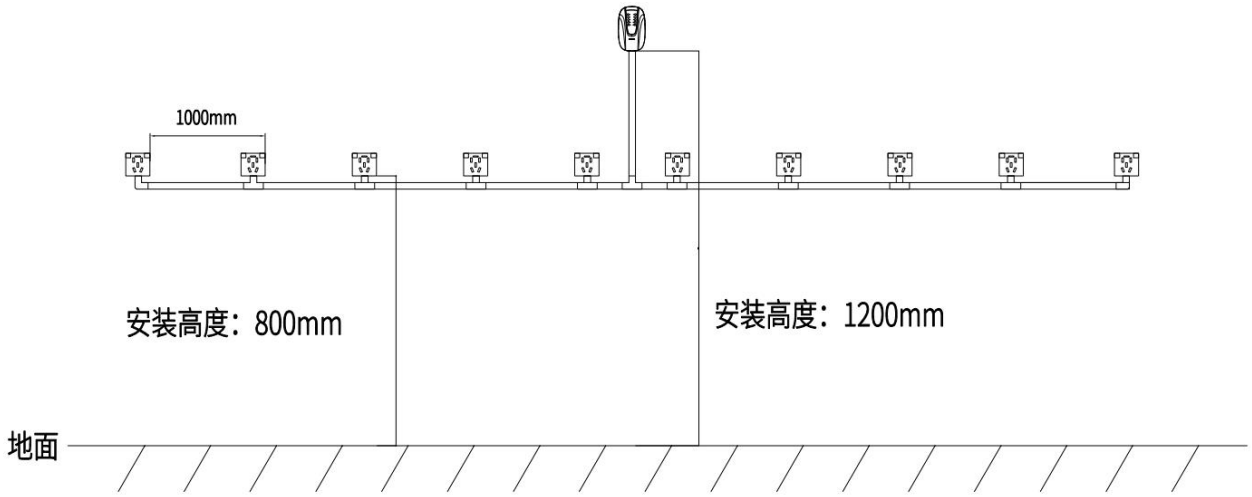

图 2
1、在墙面安装充电设备、布设线管及插座前，必须先打水平画线。确保充电主机箱与线管、插座水平垂直。在车棚内安装设备若无落机点，可自行加装 40×80mm 的镀锌方钢固定在棚柱上，在方钢上装插座布线时，线管一定要在插座的下面即方钢的底部固定，如图 2。